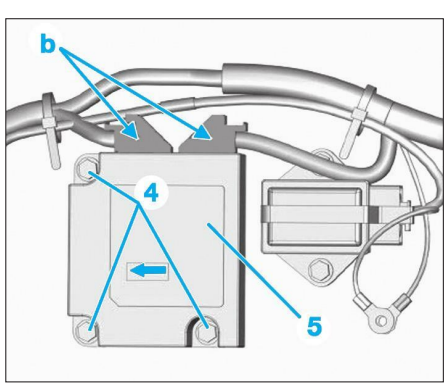

**Fig. 20**
• Débrancher les connecteurs (b) **(Fig.20)**
• Déposer les écrous (4) et le calculateur (5)